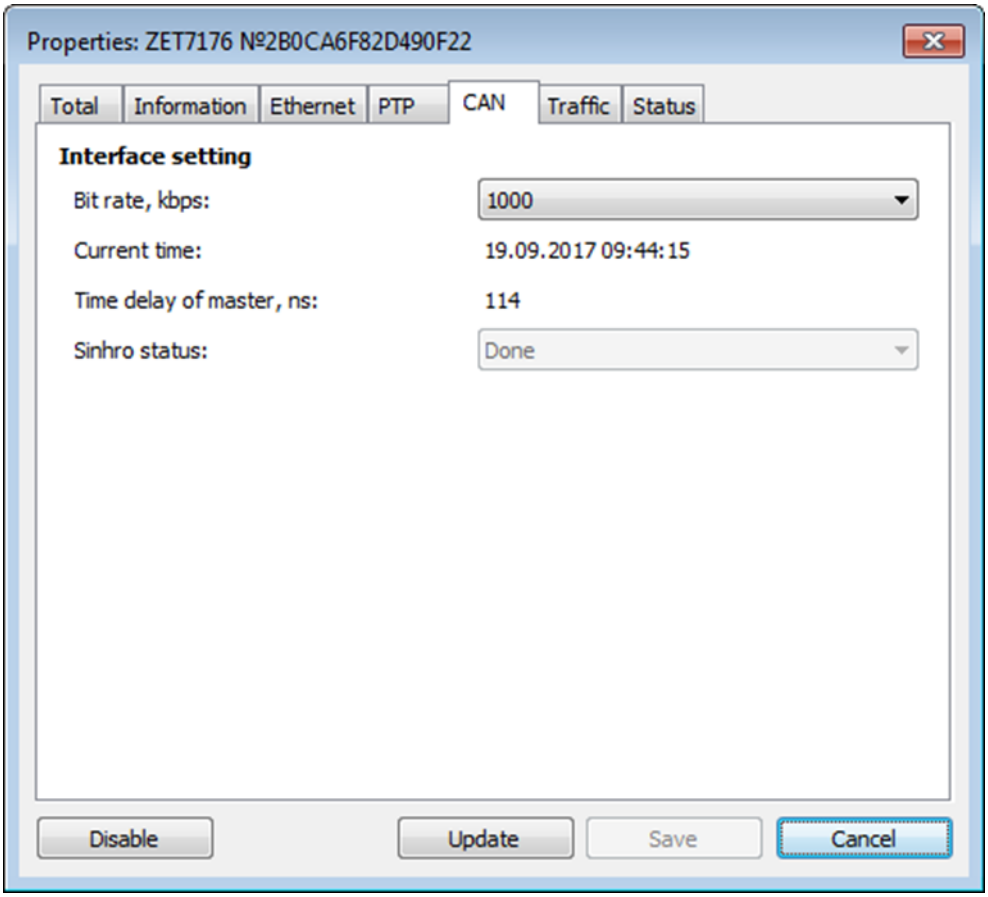

Figura 2.8 «CAN».
- Seleccione la tasa de bits de acuerdo con los requisitos aplicables en el campo “Bit rate, kbps” de la pestaña “CAN” (*Figura 2.8*).